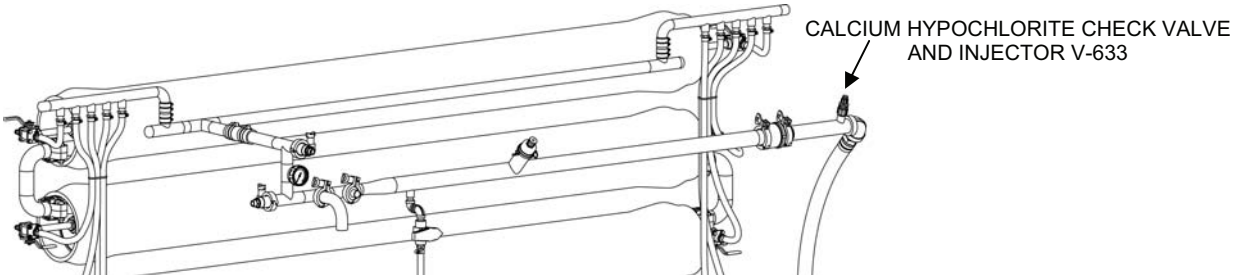

Figure 27. Calcium Hypochlorite Chemical Injection Point.
- Calcium hypochlorite is injected in the product water discharge line (Figure 27).